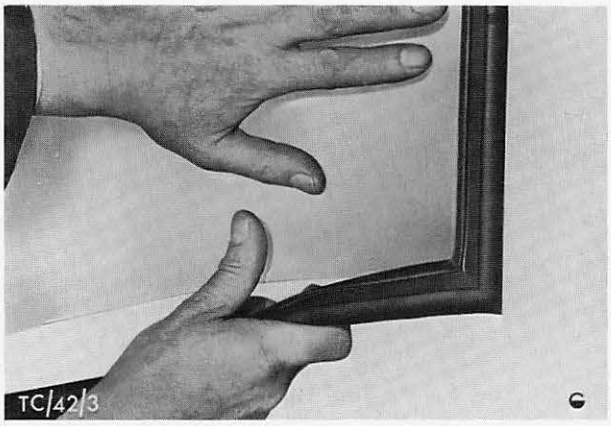

Abb. 4 Aufdrücken des Dichtungsgummis auf die Fensterscheibe
6. Dichtungsgummi um die Scheibe legen, Abb. 4, und eine Schnur von ausreichender Länge so in die Innenrille im Dichtungsgummi legen, daß die beiden Enden der Schnur unten in Scheibenmitte zusammentreffen und sich an diesem Punkt um ca. 15 cm überlappen.